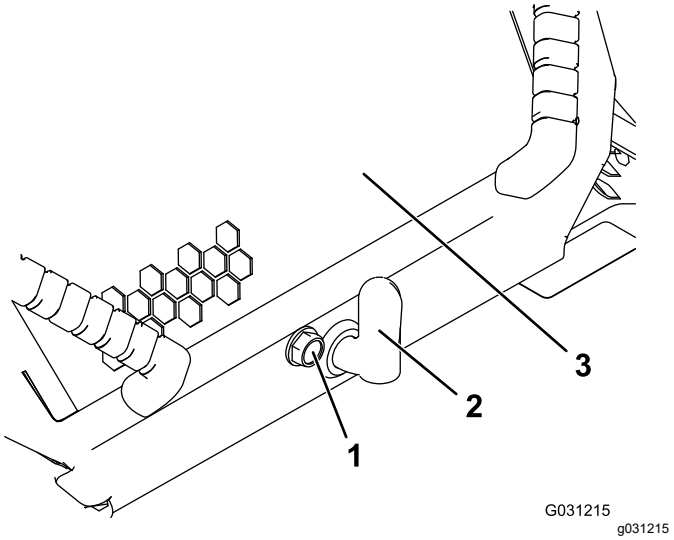

**Figura 32**
1. Afloje el tornillo de bloqueo del capó (Figura 32).
2. Gire el cierre del capó en sentido horario (Figura 32).
3. Agarre las manijas y abra el capó (Figura 32).
3. Apriete el tornillo de bloqueo del capó para bloquear el cierre (Figura 32).